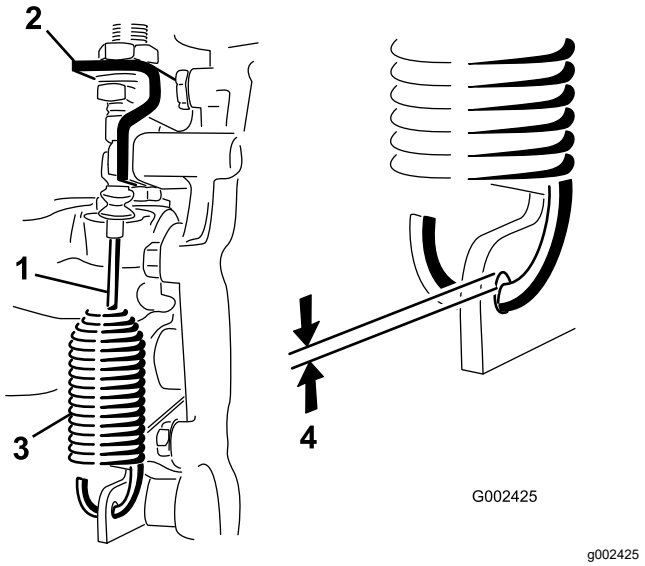

Figuur 50
2. Draai de contramoeren los waarmee de kabel van de differentieelvergrendeling vastzit aan de beugel op de transaxle (Figuur 50).